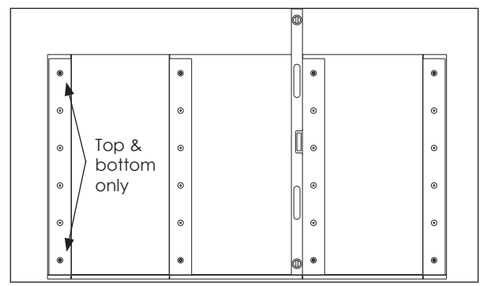

Figure 4: *Use Only Top & Bottom Screw Locations*
- **b.** Use only the top and bottom screw locations in each tube. Refer to **Figure 4**. Drill a pilot hole as needed if a tube screw lands on a stud.